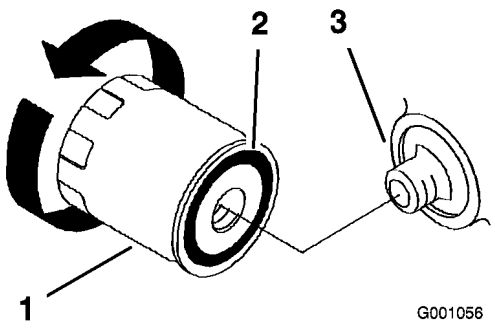

Figur 39
2. Ta bort det gamla filtret och torka av ytan på påfyllningsadapterns packning (Figur 39).
5. Stryk på ett tunt lager ny olja på utbytesfiltrets gummipackning (Figur 39).
6. Montera det nya oljefiltret på filteradaptern, vrid oljefiltret medsols tills gummipackningen vidrör filteradaptern. Skruva sedan åt filtret ytterligare två tredjedels till ett varv (Figur 39).